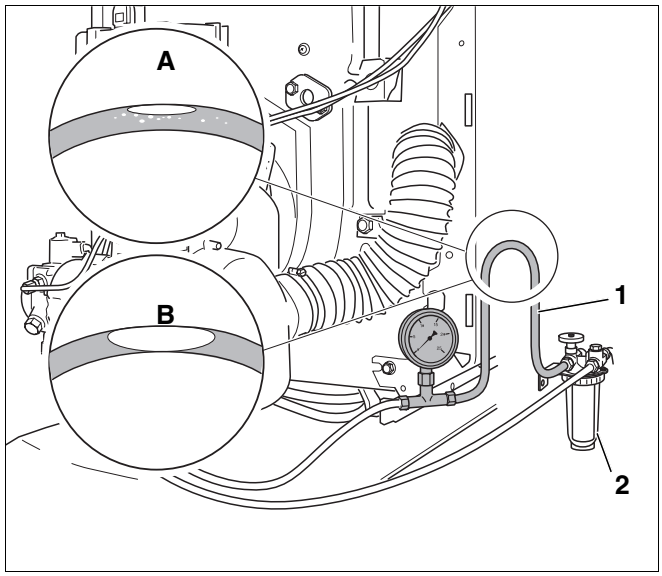

Afb. 46 Dichtheid van de aanzuigleiding controleren
- Monteer de transparante slang (afb. 46, **pos. 1**) in de aanzuigleiding achter de oliefilter (afb. 46, **pos. 2**).
- Bind een lus van de transparante slang omhoog, zoals op de tekening (afb. 46).
- Voer een visuele controle van het verzamelde luchtvolume (afb. 46, **loep A** en **B**) uit.
Wanneer zich slechts een gering luchtvolume op het hoogste punt van de lus (afb. 46, **loep A**) verzamelt, is de olieleiding voldoende afgedicht.
Bij grotere luchtbellen (afb. 46, **loep B**) is er een lekkage in de aanzuigleiding en / of bij de aansluitingen.